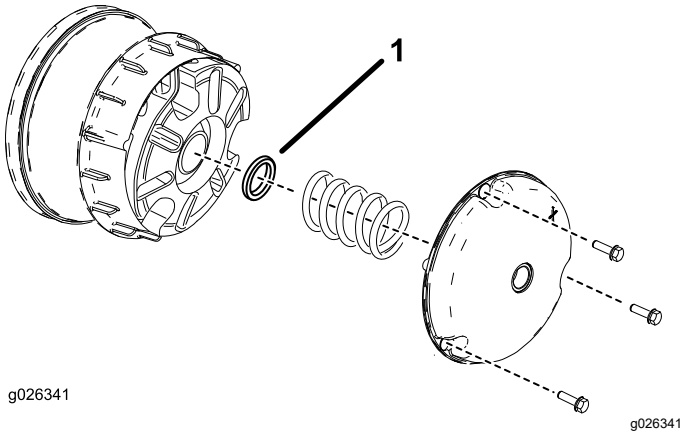
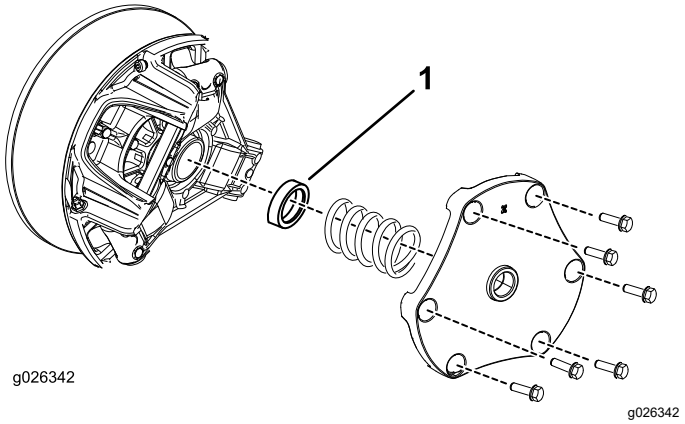

Figur 12
Figur 13
1. Ta bort skruvarna som fäster det primära kopplingsskyddet enligt Figur 12 och Figur 13.
2. Ta bort fjädern och släng distansen (se Figur 12 och Figur 13).